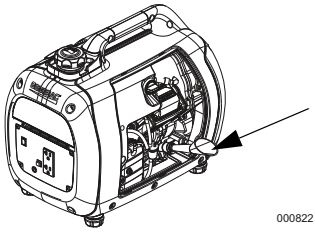

Figure 4-3. Oil Fill Opening With Funnel
4. Remove oil fill cap. Screw funnel into oil fill opening. See *Figure 4-3*.